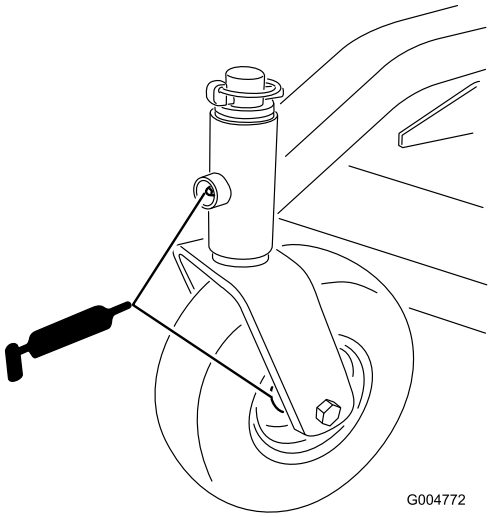

Figure 15
- Bagues de pivots de roues pivotantes avant (Figure 15)
- Roulements de roues pivotantes avant et arrière (Figure 15)